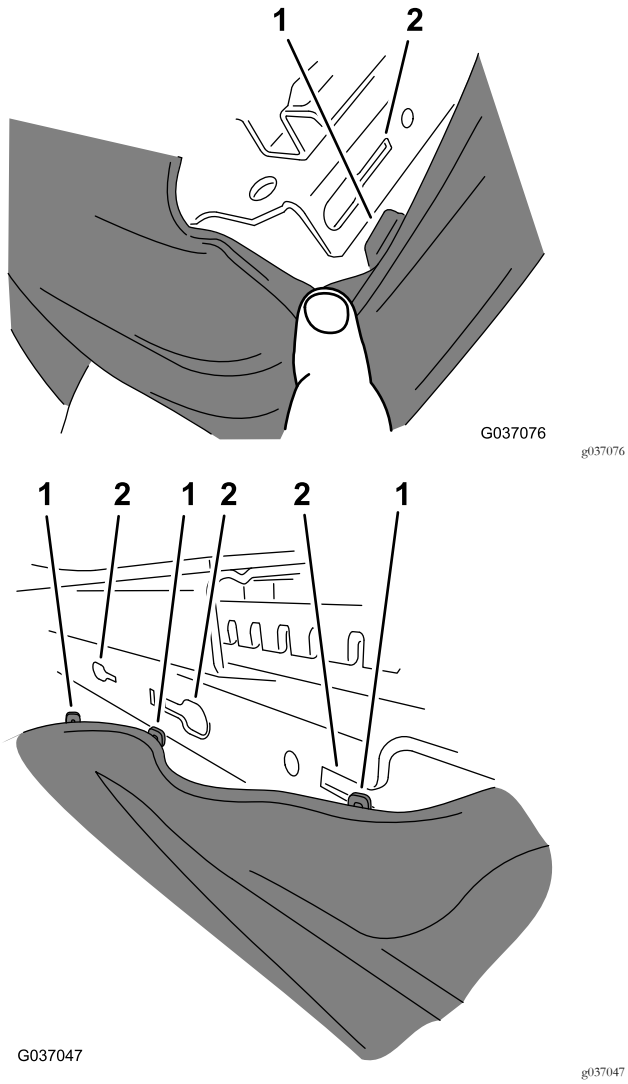

Figure 9
3. Retirez le soufflet à la base du siège comme suit (Figure 9).